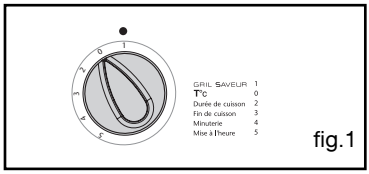

fig.1
- Positionnez le sélecteur de programme sur la position”GRIL SAVEUR” (fig.1), la durée de cuisson clignote à 0h05 (cette valeur de durée correspond au temps minimum nécessaire pour activer la fonction “GRIL SAVEUR” dans la séquence de cuisson choisie).